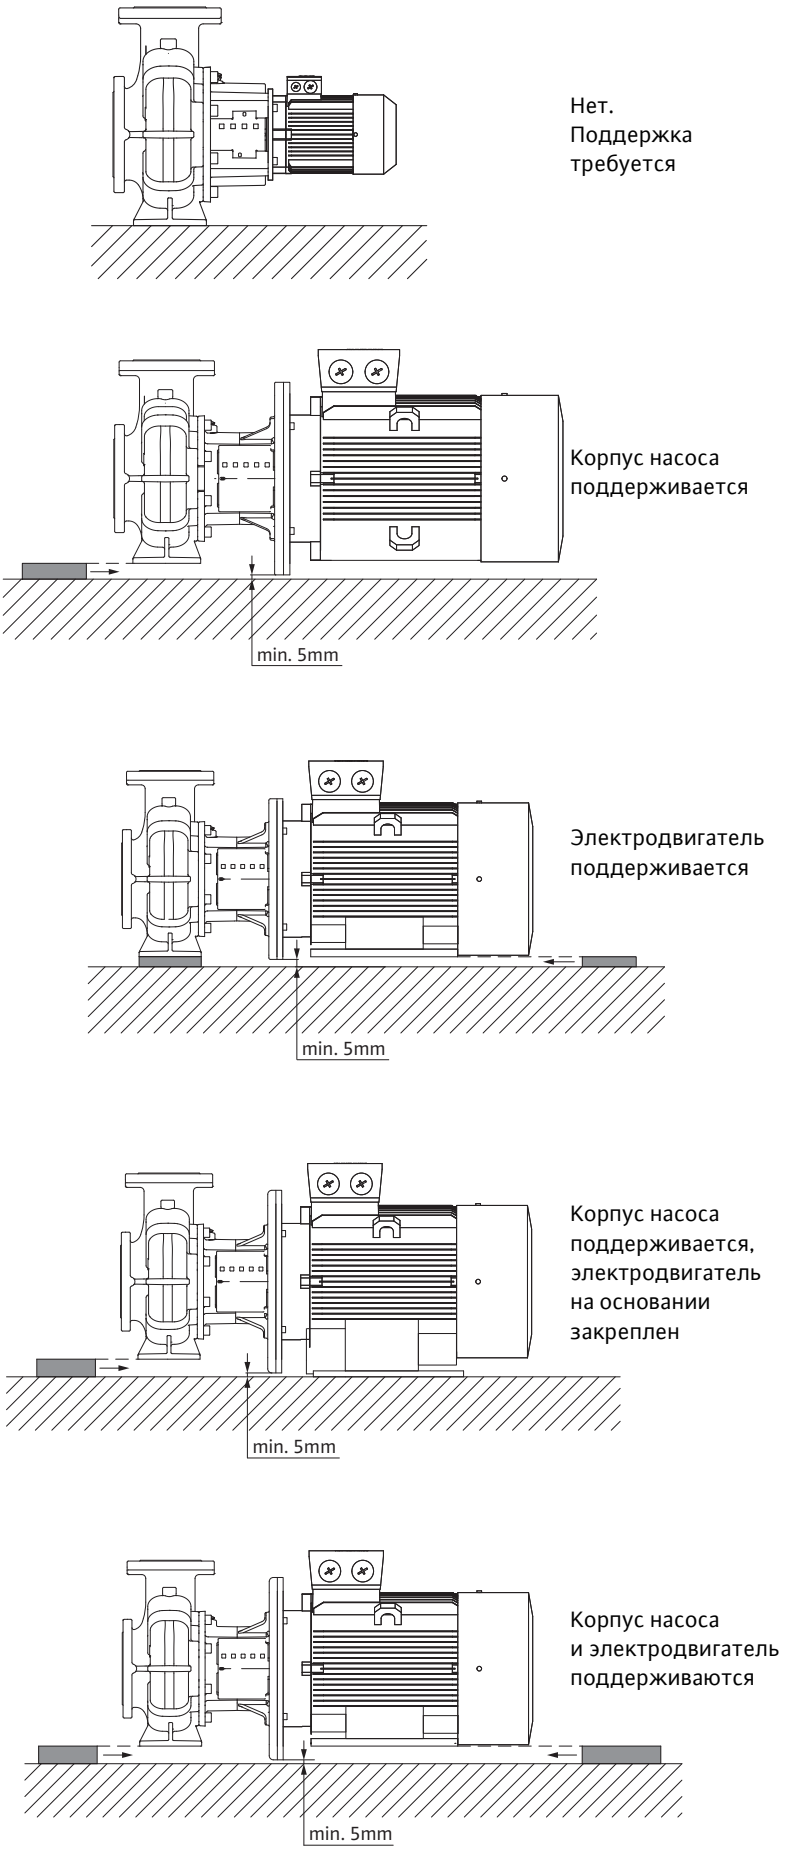

Fig. 14: Примеры монтажа BL
- В насосах типа BL необходима поддержка для электродвигателя, начиная с мощности двигателя 18,5 кВт, см. примеры монтажа насоса BL (Fig. 14).